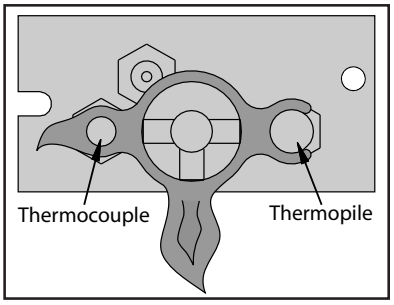
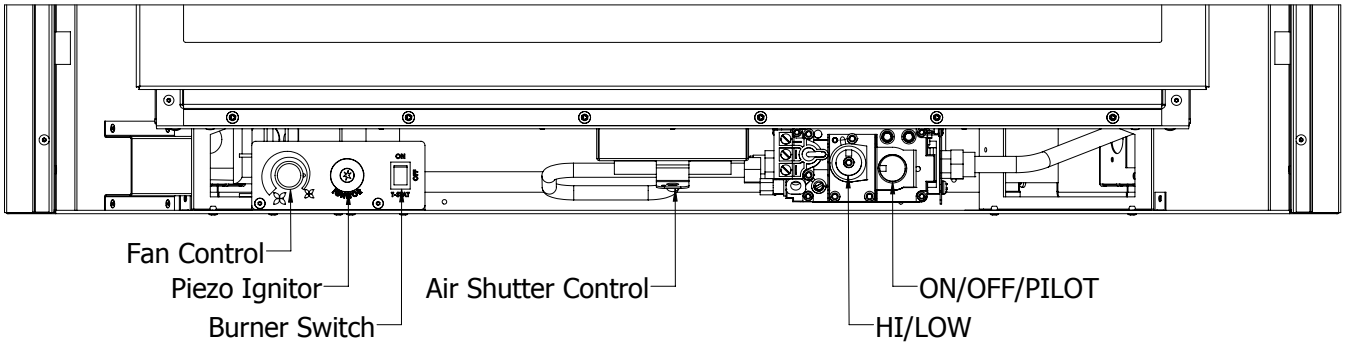

Figure 3. Pilot Flame
Figure 4. Burner Controls
1. Turn off the gas to the fireplace. I**f not recently done, remove the glass and let the unit air out for at least five (5) minutes to clear out any gas.** Turn on gas to the fireplace.
2. Turn the gas control knob to pilot, push in and hold (see Figure 4); Simultaneously, press the piezo ignitor several times until the pilot ignites. Hold the gas control knob in for at least 30 seconds once lit. Check that the pilot has fully engulfed the thermocouple assembly (see Figure 3). The pilot should now stay lit on its own, release gas control knob.
Flip switch to OFF to turn off burners, turn the gas control knob to OFF to extinguish the pilot flame. Keep the pilot flame **OFF** when not in use for long periods. If the fireplace is to be serviced, turn the gas shut off valve OFF (DO NOT FORCE IT) and disconnect all electrical power sources. See Figure 4 for control panel layout.